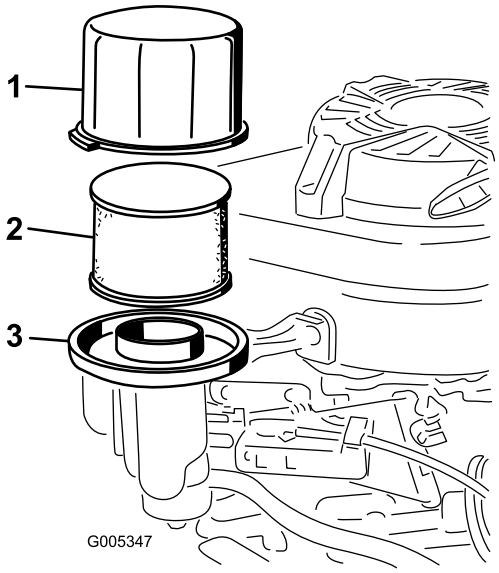

Figur 18
3. Ta bort skyddet och rengör det noga (Figur 18).
4. Ta bort skumförrenaren och pappersluftfiltret från luftrenarens bas (Figur 18)